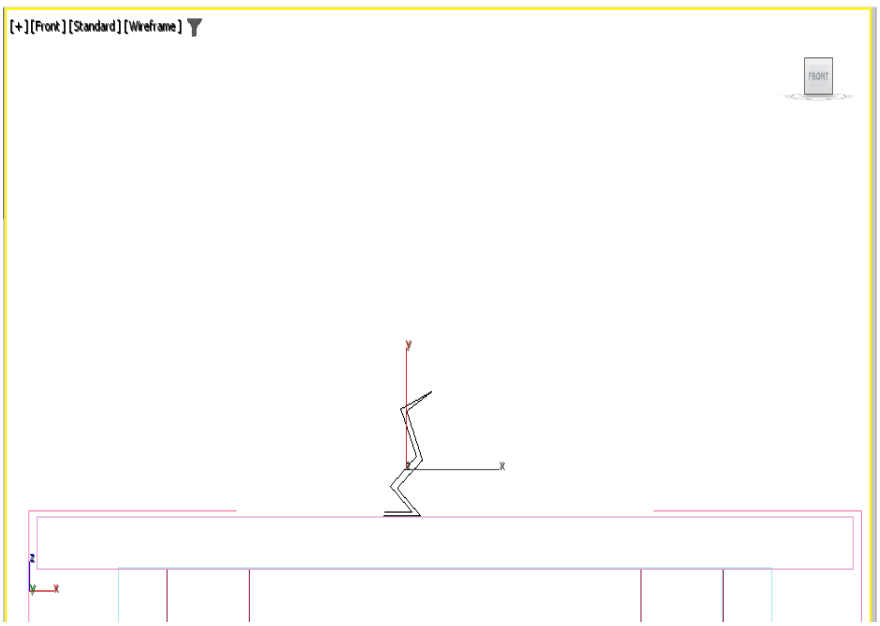

Figure 5-11 *The profile of the Jug*
7. Right-click to exit the **Line** tool; a double-line profile of the jug is created. Use the **Zoom** and **Pan** tools, if needed, to display the entire profile of the jug, refer to Figure 5-11.